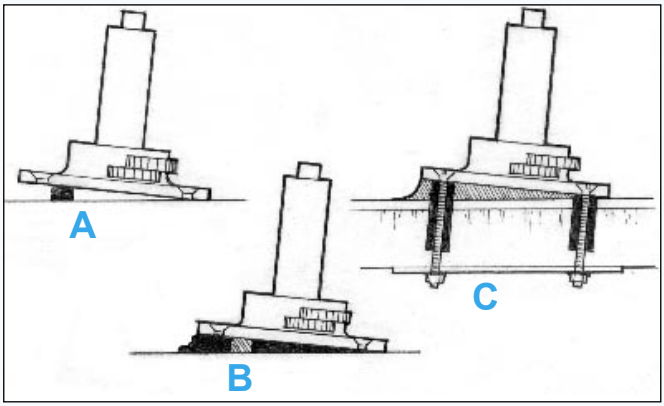

Figur 19 Understøt bunden med blokke – påfør nok fortykket epoxy til at fylde hulrummet.
2. Lim små blokke fast på underlaget for at støtte bunden ved den ønskede højde og position *(f.eks. winchbase, Figur 19"A")*.
4. Placer beslaget i en stilling, så det hviler på blokkene *(Figur 19"B")*, og monter behæftelseselementerne.
5. Udglat den overskydende epoxy i den ønskede hulkelform rundt om bunden *(Figur 19"C")*. Lad epoxyen hærde helt, før belastning. Beskyt eksponeret epoxy mod UV-stråling *(se afsnittet om afsluttende finish på side 29)*.